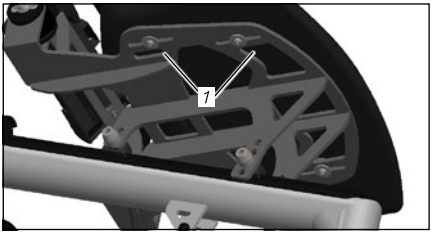

Fig. :10
2. Faites coulisser le coussin de siège à l'intérieur des trous oblongs *(« Fig. :10 (1) »)* vers l'avant ou vers l'arrière.